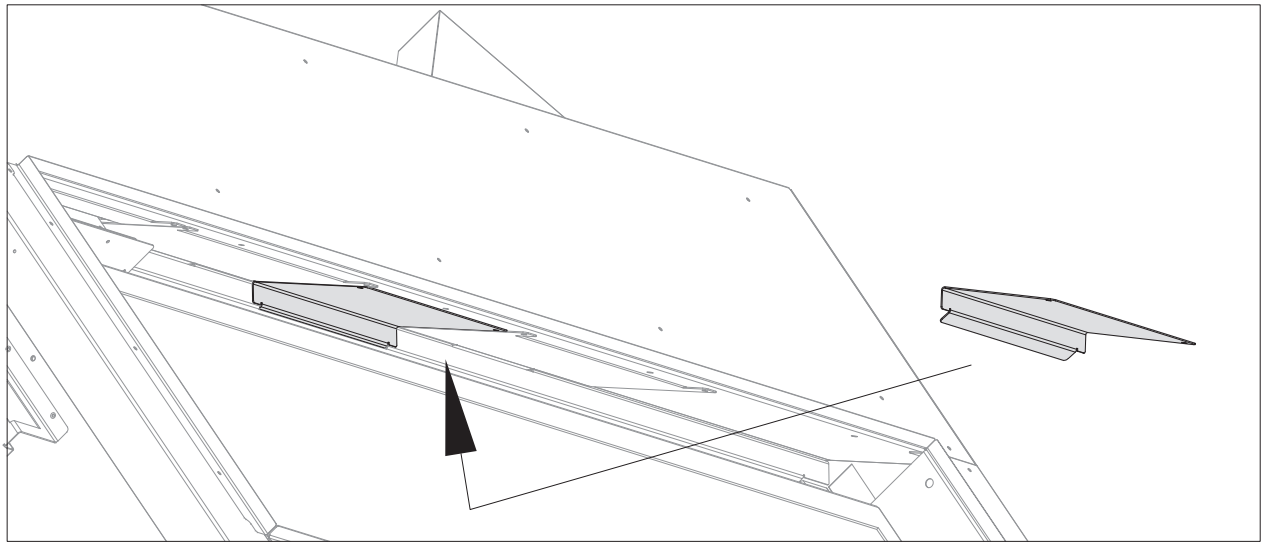

Figure 9.5, Installation de la plaque d'obturation du conduit du ventilateur (montré du côté d'accès pour l'entretien)
2. Repérez les plaques du conduit du ventilateur sur l'écran thermique supérieur à l'intérieur de la chambre de combustion. Voir Figure 9.5.
4. Notez l'orientation du rebord de la plaque d'obturation, tel que montré ci-dessous. Installez la plaque d'obturation avec les (2) vis retirées précédemment.